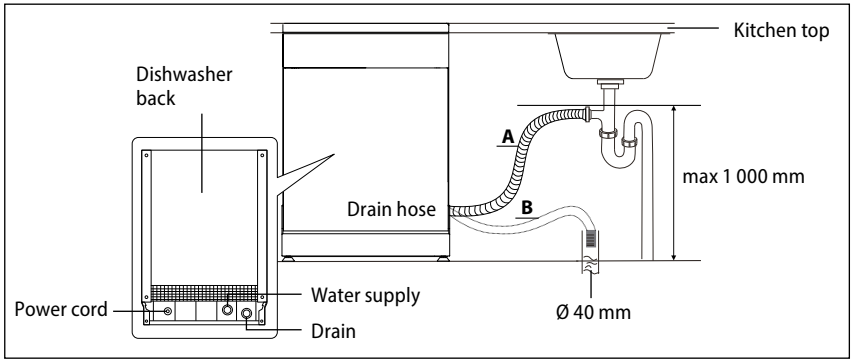

Fig. 19
5. Connect the drain hose according to Fig. 19.
Connect the drain hose to the waste pipe with a minimum diameter: 40 mm (Fig. 19). Make sure the drain hose is not bent or squeezed to prevent slowing down or stopping of the water flow.
The height of the waste pipe must be less than 1,000 mm (Fig. 19) and the drain hose should not be submerged in water. Secure the drain hose properly to prevent unwanted loosing from the waste pipe.